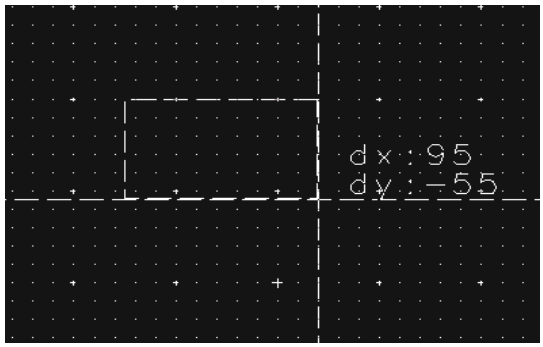

Figure 3: ADS Layout screen displaying rectangle placement
2) The footprint for the component in figure 1 is straightforward. As can be seen from the figure, the footprint consists of 14 pads (where the component's pins will be soldered) of equal dimension and spacing. For the VCO shown in figure 1 the pad dimensions are D x K or 100mils x 65mils (see figure 1). These pads can easily be created using the **Insert Rectangle** command. As the rectangle is placed, the dimensions will be shown as seen in figure 3. By default, ADS will use increments of 5 mils (if mils are being used) for placing and moving elements. The dimensions can be made finer by selecting **Options** à **Grid Spacing** and then selecting the desired dimension resolution. The first of the three numbers corresponds to the increment size (i.e. for <5-1-100> the increment size will be 5mils). For footprints that don't use rectangular pads, the circle or polygon tools provided by ADS can be used. If the components are leaded instead of surface mount, the pads will have to involve three layers. For example, if the layers suggested in step 1 were used for a leaded component, the **hole**, **cond**, and **cond2** layers would be required. The **hole** dimensions would need to be just slightly larger than the component's lead dimensions so that the lead can fit easily through